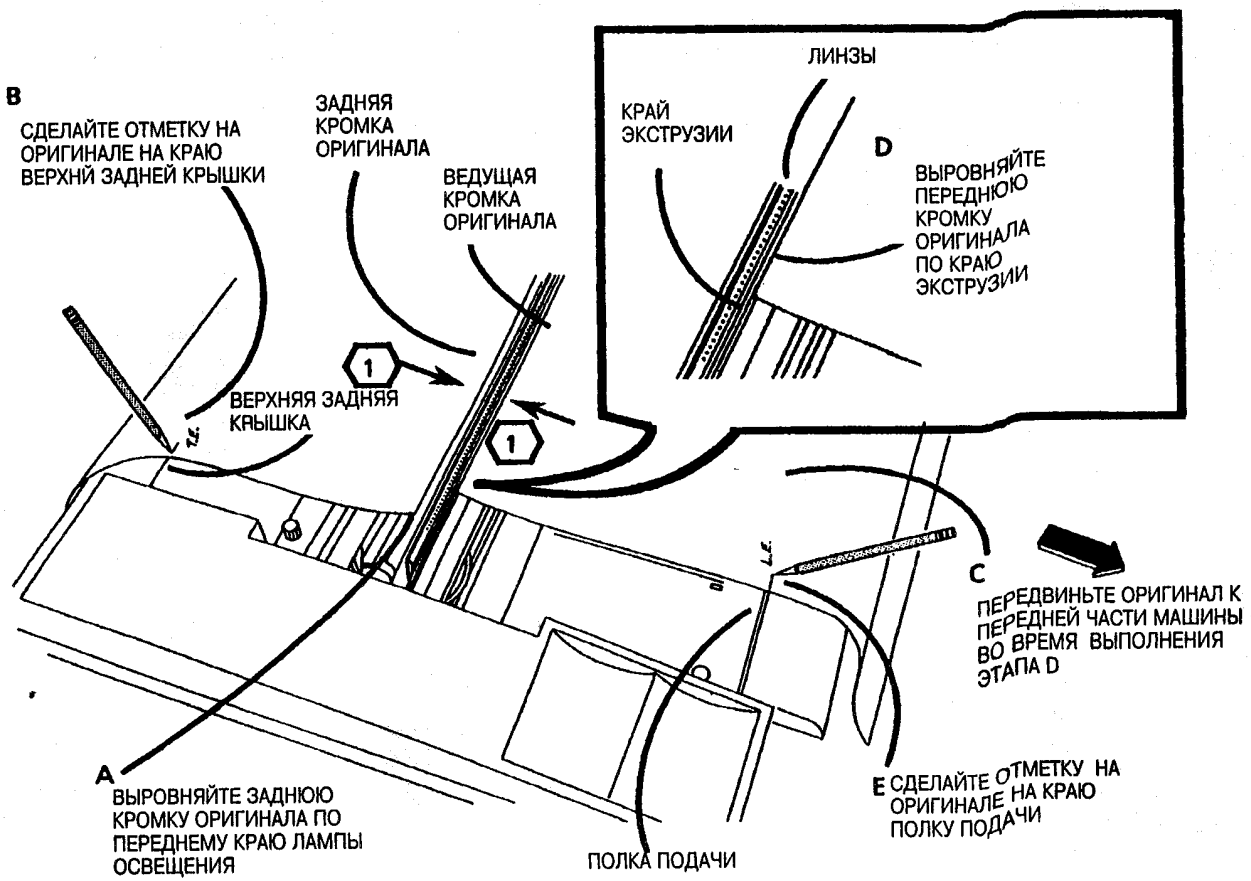

Рис. 1. Отметьте положения сканирования
(1) Оригинал должен находиться приблизительно в 5/16 дюймах (8мм) от центра линз.
2. (Рис. 1): Отметьте положение начала и конца сканирования на обороте оригинала.